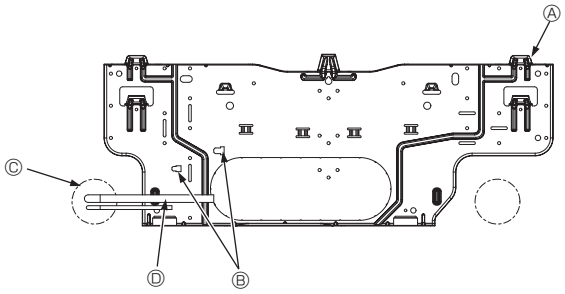

Fig. 3-6
3.3. Встраивание труб в стены (Fig. 3-6)
- Ⓐ Монтажная плита ①